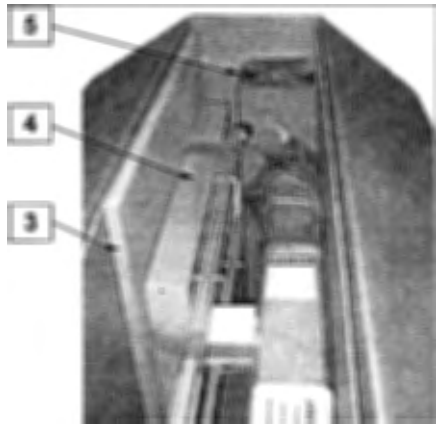

Fig. 3
2. From the box, pull up the wooden table (**3**) , the metal frame (**4**) and the compartment box containing the 4 legs (**5**). See Fig. 3.
6. Disimballare il braccio portante e staccare la sponda di appoggio e il controtavolo legata sotto di esso, il braccio portante della macchina e la colonna sono agganciati al fondo della gabbia tramite due viti con relativi controdadi (**4**). Fig. 3. Svitarli con chiave CH 17.
7. Tramite un paranco di adeguata portata sollevare il braccio portante e con un martello battere le teste delle due spine (**5**) finché la loro parte superiore non sarà a filo del supporto colonna. Fig. 3.